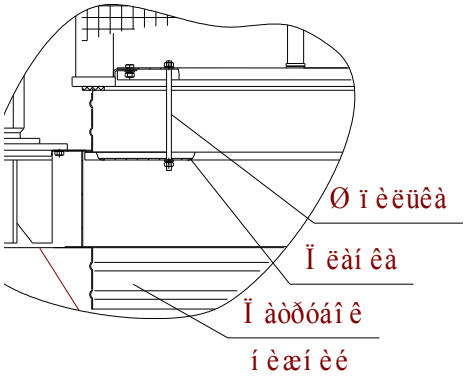

Рис.4
6.2.3 Собрать установку (рис.1). Монтаж кассеты на установку производить в соответствии с рис. 4